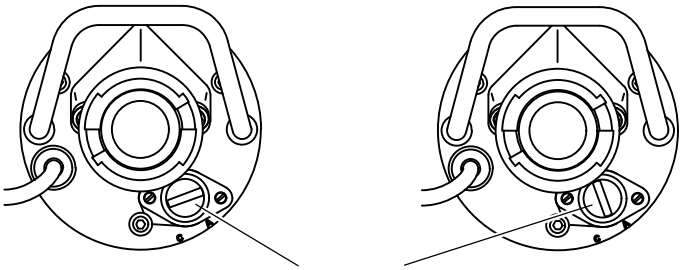

Bild 4 Wahlschalter Bild 5
- Um die Auras-Automatik zu aktivieren, bringen Sie den Wahlschalter in die Stellung gemäß Bild 4.